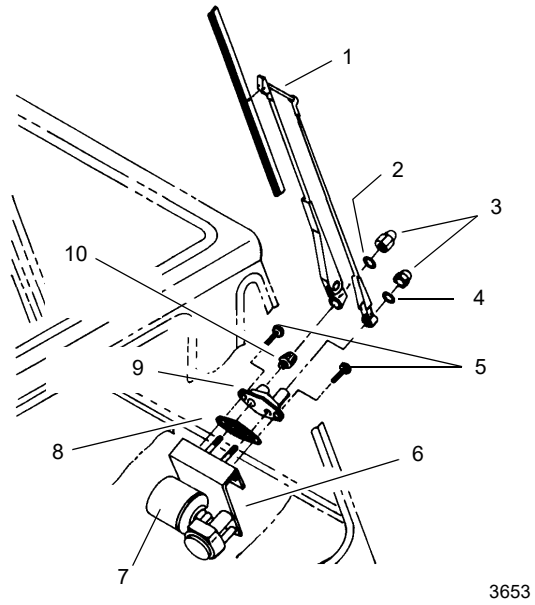

FIGURA 3-10
5. Desconecte a mangueira do lavador no braço do limpador (também chamado de conjunto do braço pantográfico) do conjunto da conexão do bico do lavador (Figura 3-10).